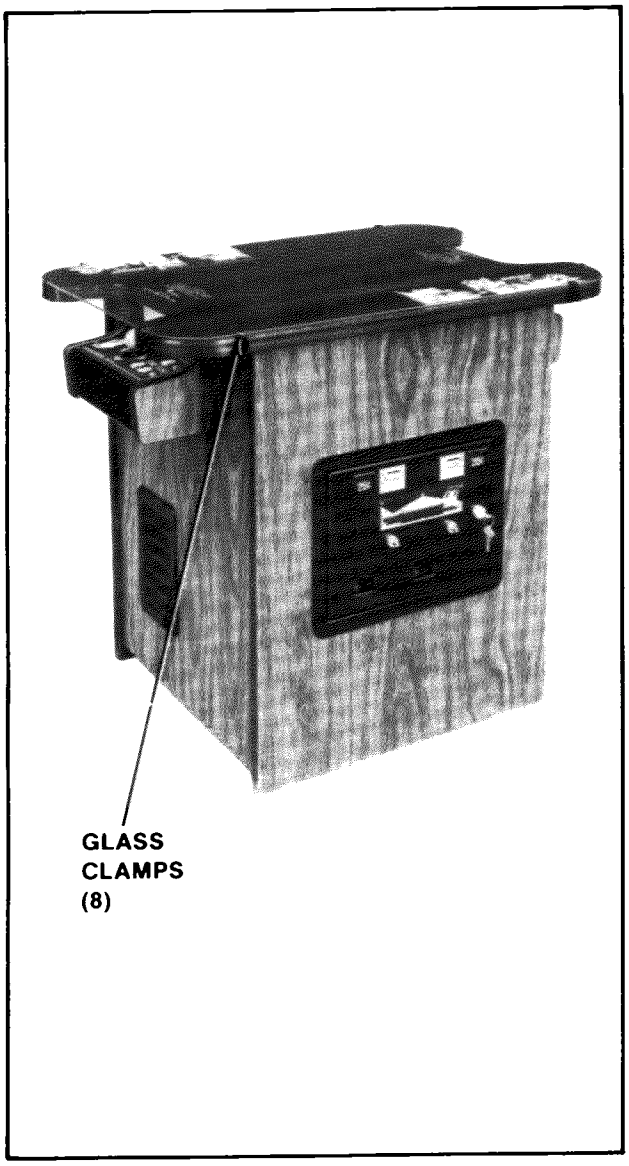

Figure 14 Removing top glass — Cocktail game
3. **COCKTAIL TABLE MODEL:** See Figure 14.